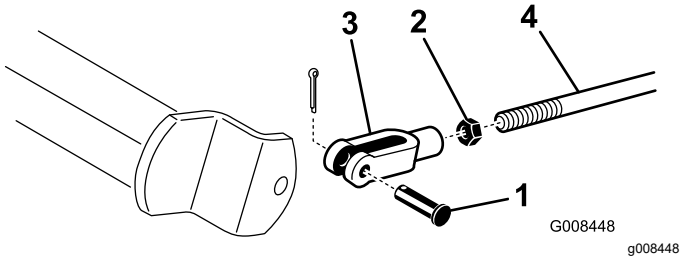

Figure 46
A. Désaccouplez les tiges de frein en retirant la goupille fendue et l'axe de chape (Figure 46).
B. Desserrez l'écrou de blocage et réglez la chape comme il convient (Figure 46).
C. Montez la chape sur l'arbre de frein (Figure 46).